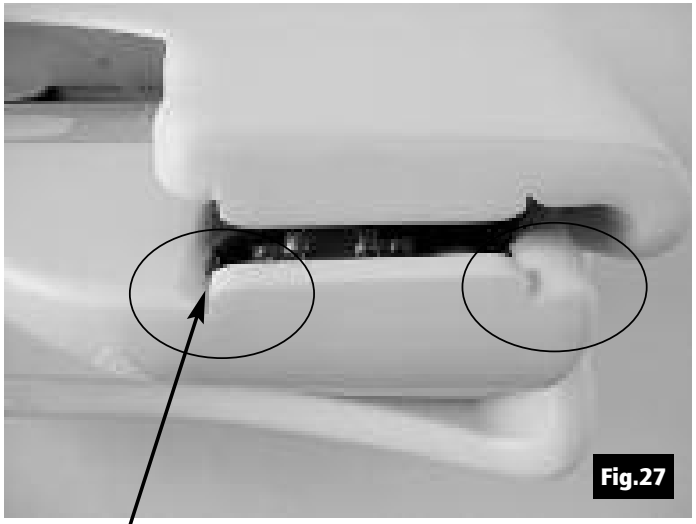

Fig.27
c. Push down the inner cover until it is back to its original position. Take care to ensure that the inner cover stays behind the scanner, which is indicated by a black area (see Fig.27).